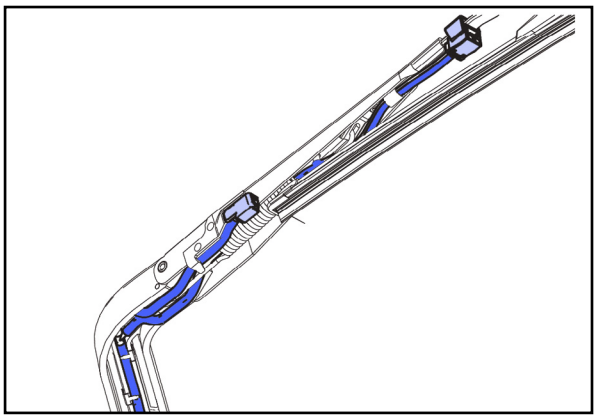

fig.7b
d. disconnect hose. (note routing for easier install) (fig. 7b)